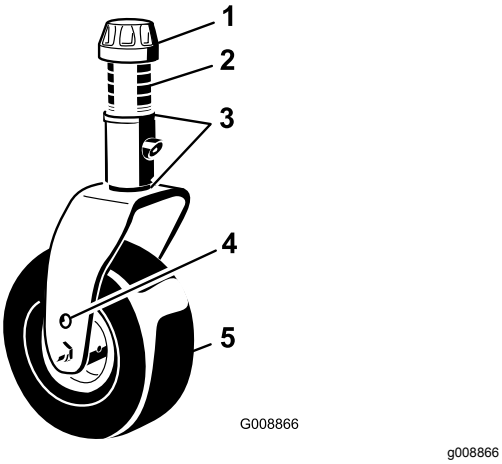

Figur 104
1. Fjern strammehætten fra spindelakslen, og lad spindlen glide ud af styrehjulsarmen (Figur 104). Genanbring afstandsstykkerne som påkrævet for at hæve eller sænke styrehjulet, indtil klippeenheden har den korrekte hældning.